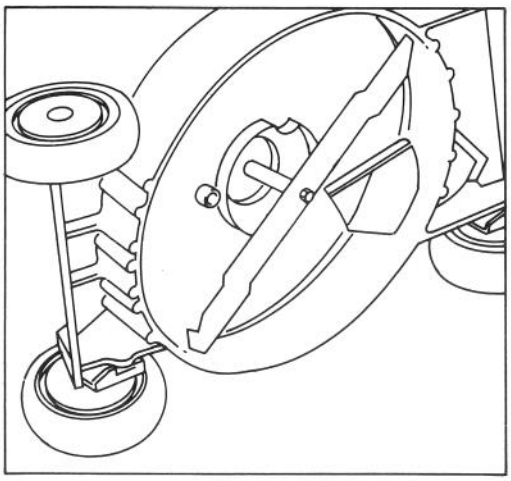

Afbeelding 19
2. Zet de maaier op de rechterzijde (Afb. 19). Pas op dat u het mes niet roteert. Dit kan tot problemen bij het starten leiden.